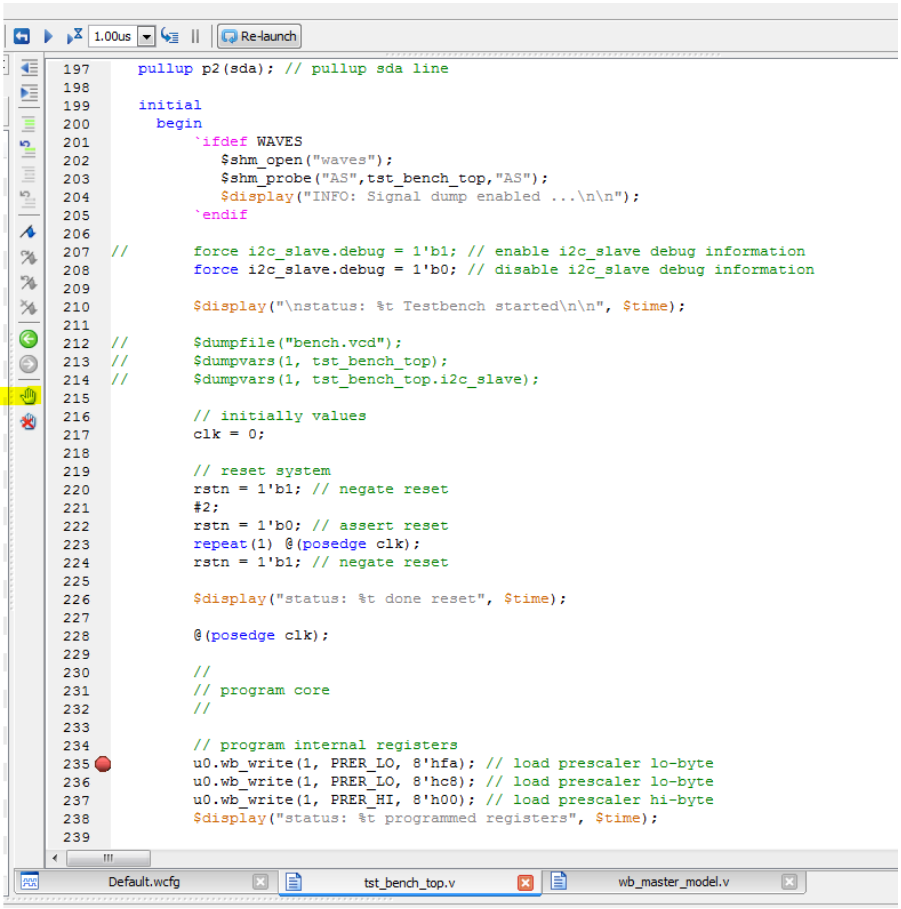

Figure 4-18 *Setting a breakpoint in iSim*
2. Click the *tst_bench_top* tab in your iSim Viewer window and drop a breakpoint at line 235. A breakpoint is added by clicking the line where you want the breakpoint to be located and then clicking Toggle Breakpoint, as seen in Figure 4-18.